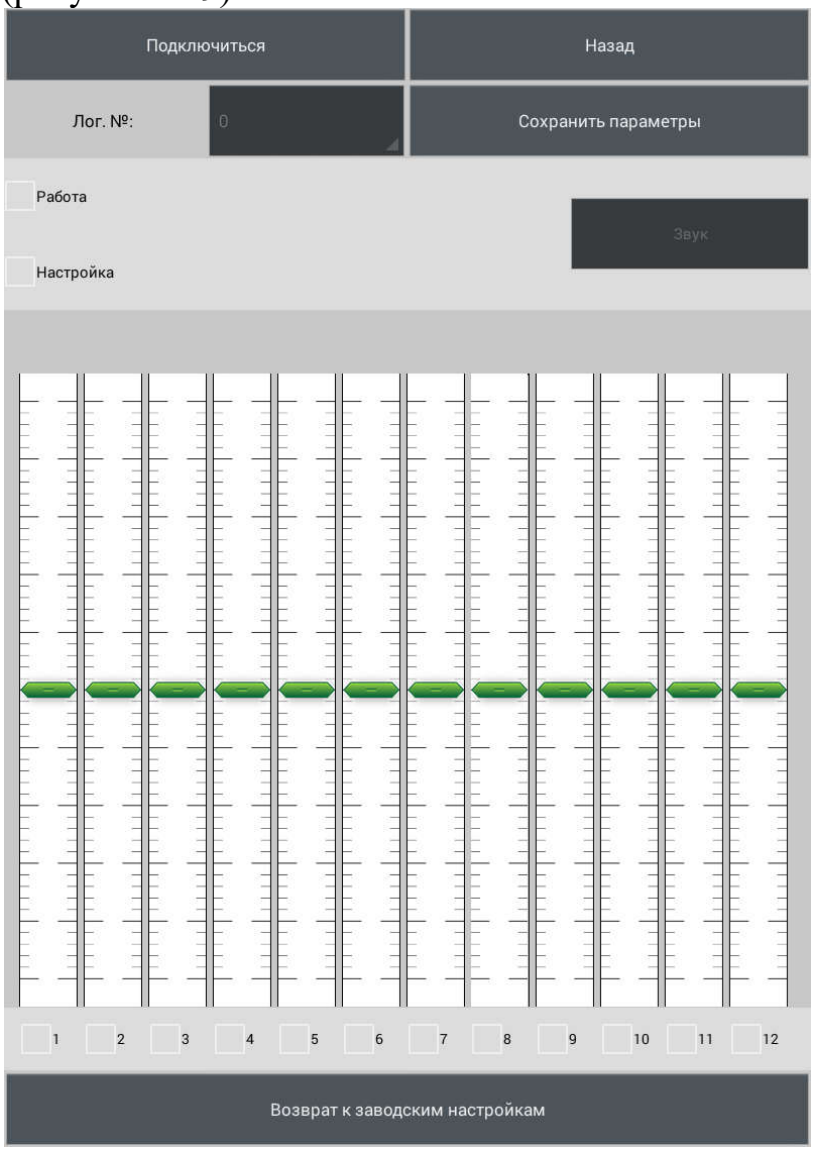

Рисунок 2.29
2.3.7.4.5 Выбрать тип подключения «USB» (рисунок 2.27). Откроется окно программы (рисунок 2.29).